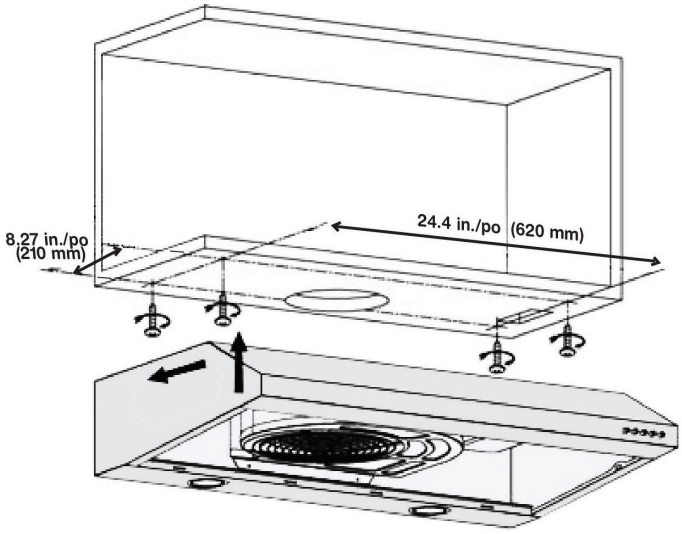

Figure 16
- Marquer la position de montage ou y percer quatre petits trous selon l'espace et les dimensions indiqués dans les schémas ci-dessous. (Figure 16)